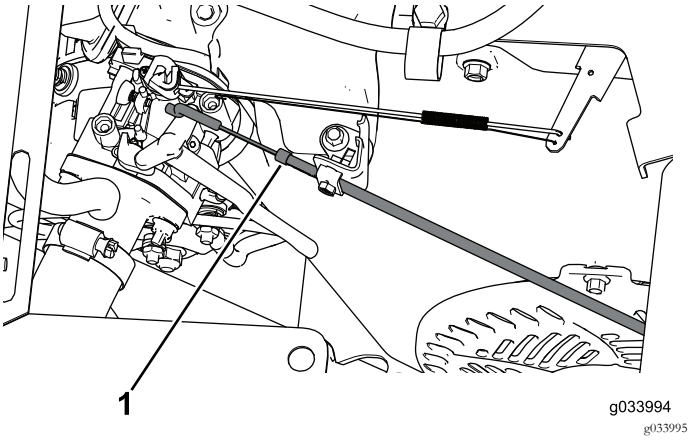

Figur 11
5. Koppla bort chokevajern från motorn (Figur 11).